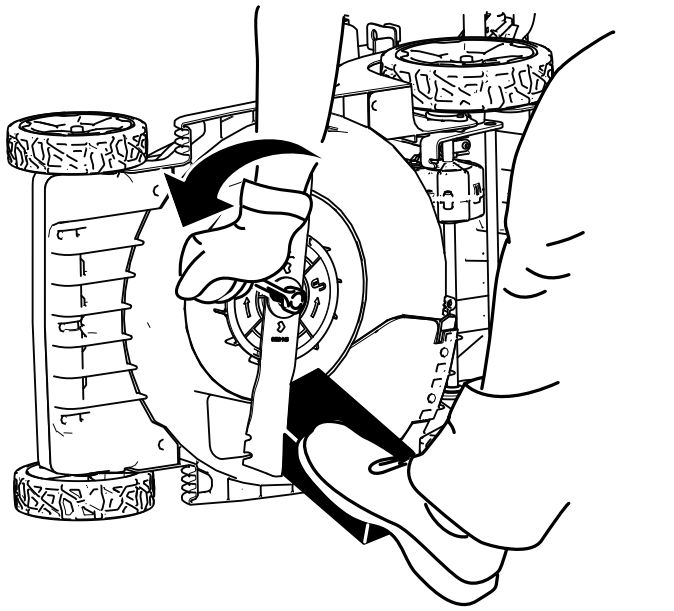

Rysunek 24
2. Unieruchom ostrze za pomocą kawałka drewna (Rysunek 24).
3. Wykręć śrubę ostrza oraz zdejmij podkładkę i ostrze. Zachowaj podkładkę i śrubę ostrza (Rysunek 24).